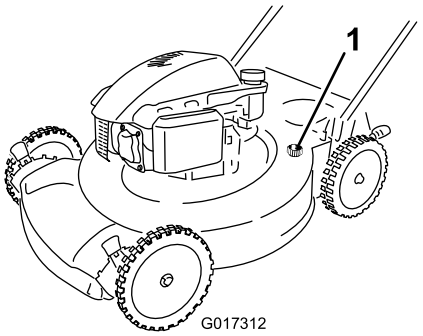

Figure 31
4. Branchez un tuyau d'arrosage relié à l'alimentation en eau au raccord de lavage du carter du tablier de coupe (Figure 31).